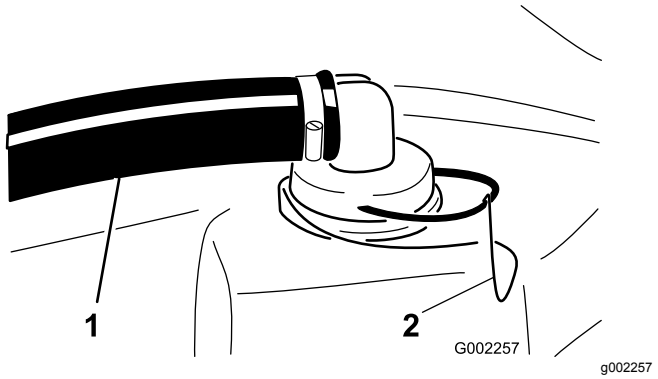

Figur 16
2. Fjern holderen øverst på sprøjtetanken, som fastgør slangefittingen, der er fastgjort til den store slange of filterhuset (Figur 16).
3. Fjern slangen og slangefittingen fra filterhuset (Figur 16).